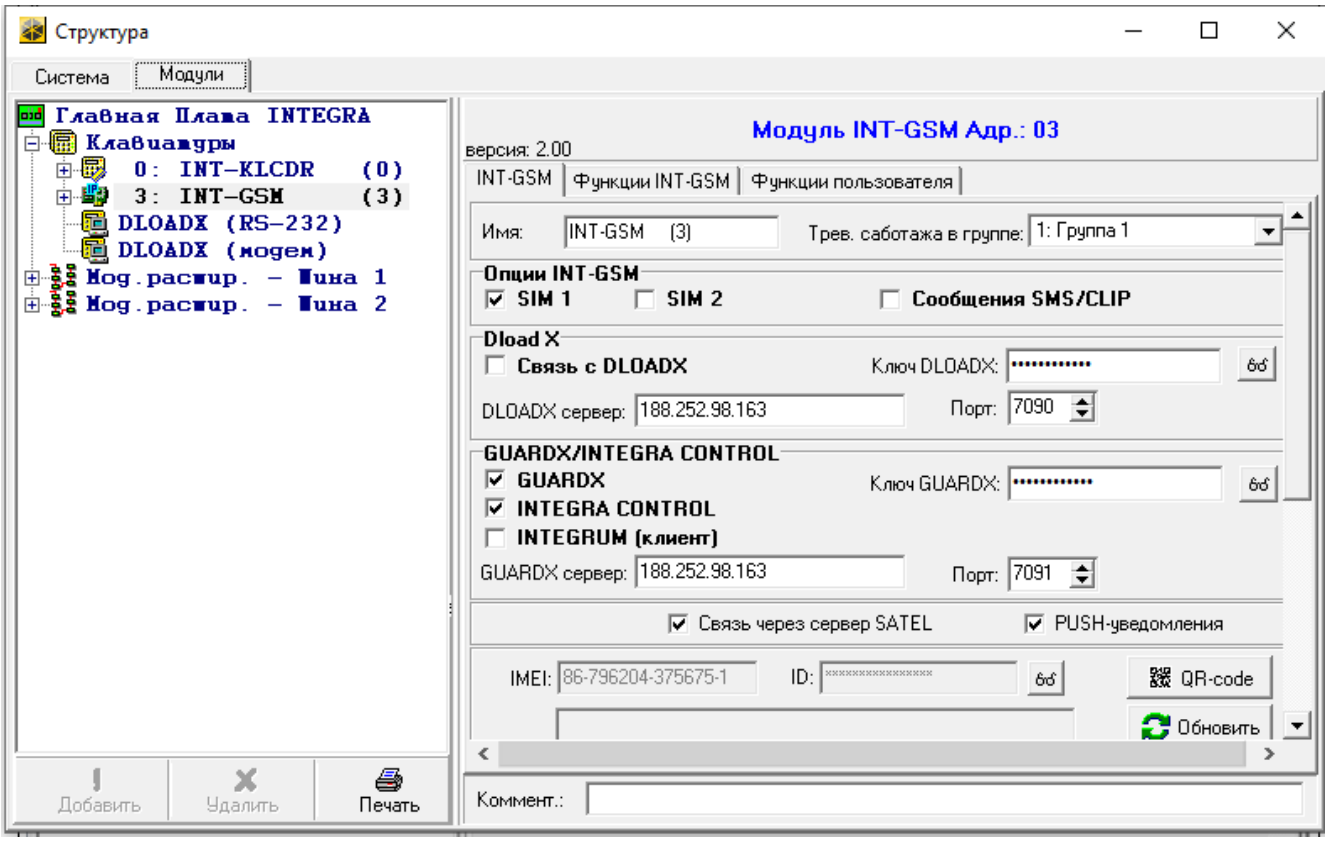

Рис. 9. Программа DLOADX: настройки модуля INT-GSM LTE, подключенного непосредственно к прибору INTEGRA / INTEGRA Plus.
- ПО DLOADX: окно «Структура» →закладка «Модуль» →ветка «Клавиатуры» →*[название модуля]* (рис. 9),